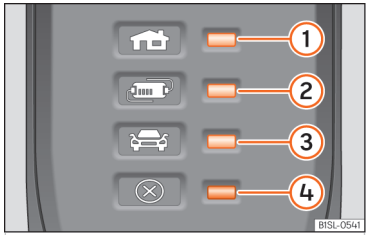

**Fig. 66** On the charging cable for power sockets: Indicator lamps on the protection device.
››› **Fig. 66**:
The electronic protection device ››› **Fig. 66** ensures that the charging connector does not receive current until it is plugged in to the vehicle's charging connector.
One or more control lamps ››› **Fig. 66** 1, 2 or 3 light up green.
| Display ››› Fig. 66 | Meaning |
If the charging process continues with a lower current, both the operating indicator and the warning lamp ››› Fig. 66 ④ flash red.
- If it disconnects again, or the charging current reduces and the cause does not seem to be exposure to an external heat source, make sure that the green control lamp is flashing ››› Fig. 66. To check the charging cable, please visit a SEAT dealer. Get an establishment that specialises in electrical installations to check the infrastructure connection.
If the red warning light ④ flashes or turns on without one of the indicator lamps ››› Fig. 66 ①, ② or ③ also turning on continuously on the status indicator, there is a fault.